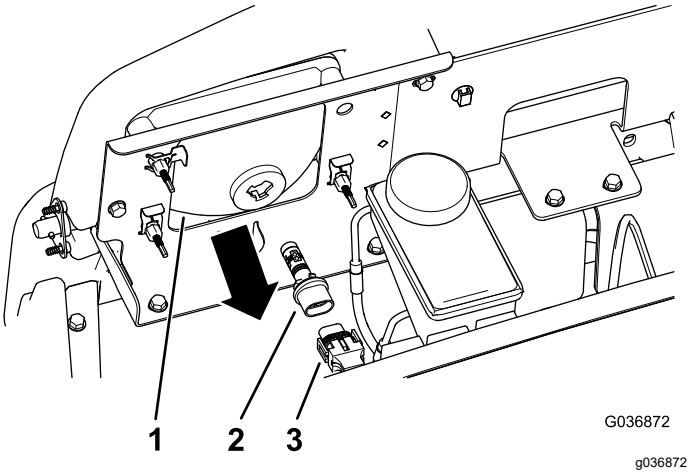

Figur 42
3. Koble den elektriske forbindelsen for nettet fra koblingsstykket til pæreenheten på baksiden av frontlyshuset (Figur 42).
4. Vri pæreenheten 1/4 omdreining mot klokken og flytt den bakover, ut av frontlyshuset (Figur 42).
5. Monter den nye pæreenheten og frontlyshuset, og juster tappene i pæreenheten med sporene i frontlyshuset (Figur 42).
6. Fest pæreenheten ved å vri den 1/4 med klokken (Figur 42).
7. Koble den elektriske forbindelsen for nettet til koblingsstykket til den nye pæreenheten (Figur 42).